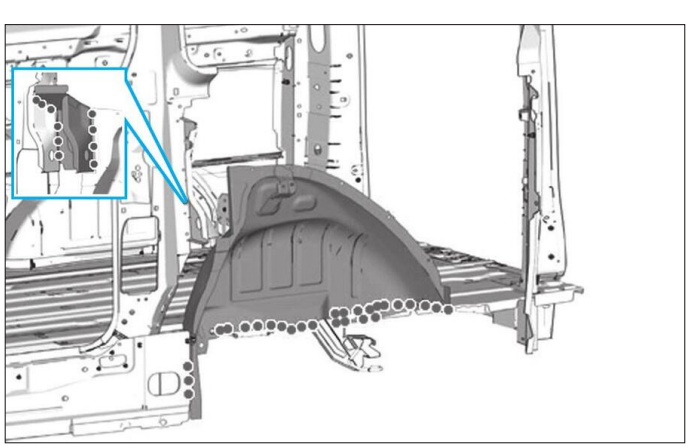

FIG. 103
- Souder par points éléctriques **(Fig.103)**.